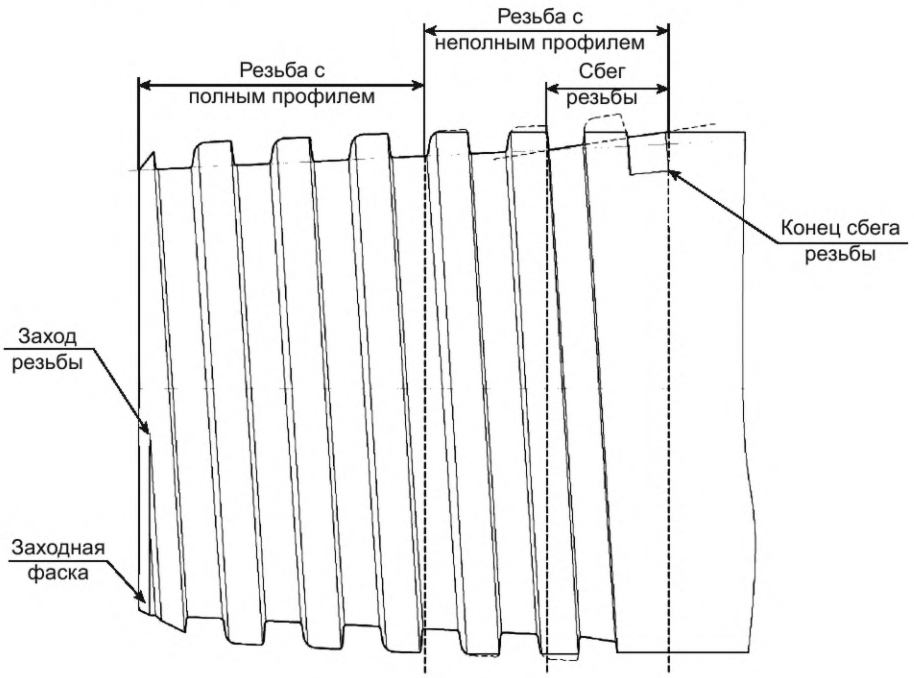

Рисунок 13
12 **заход резьбы:** Начало канавки резьбы (см. рисунок 13). start of thread
12.3 **заходная фаска:** Наружная фаска или внутренняя фаска, на которой начинается соответственно наружная или внутренняя резьба (см. рисунок 13). start chamfer
13 **сбег резьбы:** Участок перехода от резьбы к гладкой части изделия, на котором конусность по впадинам отличается от конусности резьбы (см. рисунок 13). thread run-out
13.1 **конец сбега резьбы:** Конец впадины непрерывного витка резьбы, наиболее удаленного от торца трубы (см. рисунок 13). end of thread run-out
20.7 **резьба с полным профилем:** Резьба, профиль которой имеет геометрические параметры в пределах допустимых отклонений (см. рисунок 13).
20.8 **резьба с неполным профилем:** Резьба, выступы которой имеют неполные (незавершенные) вершины, а высота профиля менее допустимого значения (см. рисунок 13).